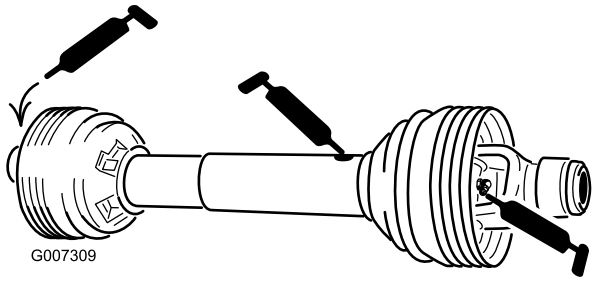

**Rysunek 43**
Wałek sprzęgający (3) (Rysunek 43)